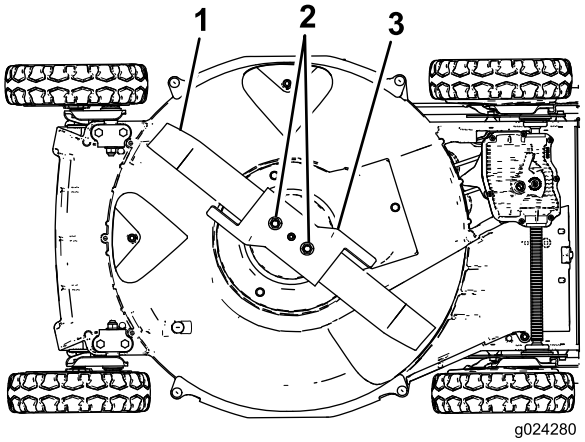

**Rysunek 23**
5. Przechyl kosiarkę **w prawo** (tak, aby filtr powietrza był skierowany w górę), jak pokazano w Rysunek 23.